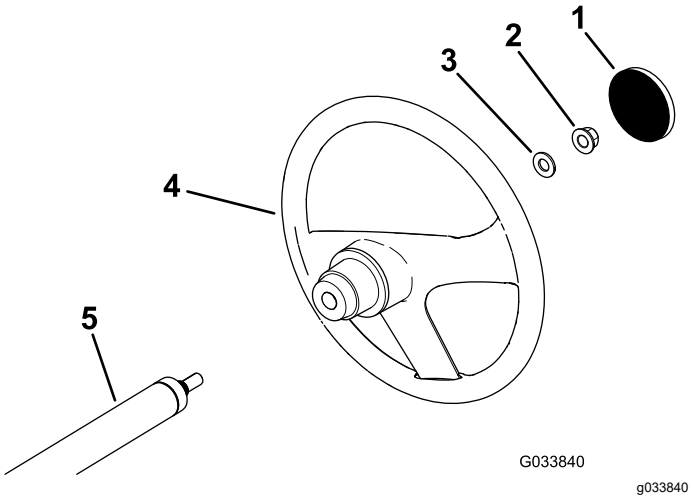

**Figura 3**
1. Si la tapa está instalada, retírela del centro del volante (Figura 3).
2. Retire la contratuerca (½") de la columna de dirección (Figura 3).
3. Coloque el volante y la arandela (½") sobre la columna de dirección (Figura 3).
5. Instale la tapa en el volante (Figura 3).